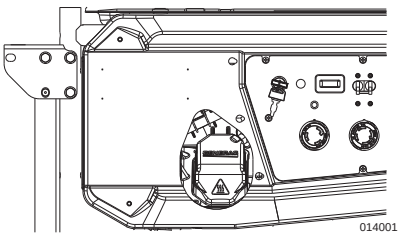

Figure 4-6. Spark Plug Access
2. See ***Figure 4-6***. Slide cover left and remove to reveal the spark plug access hole. (Do not disconnect any wires from control panel cover.)